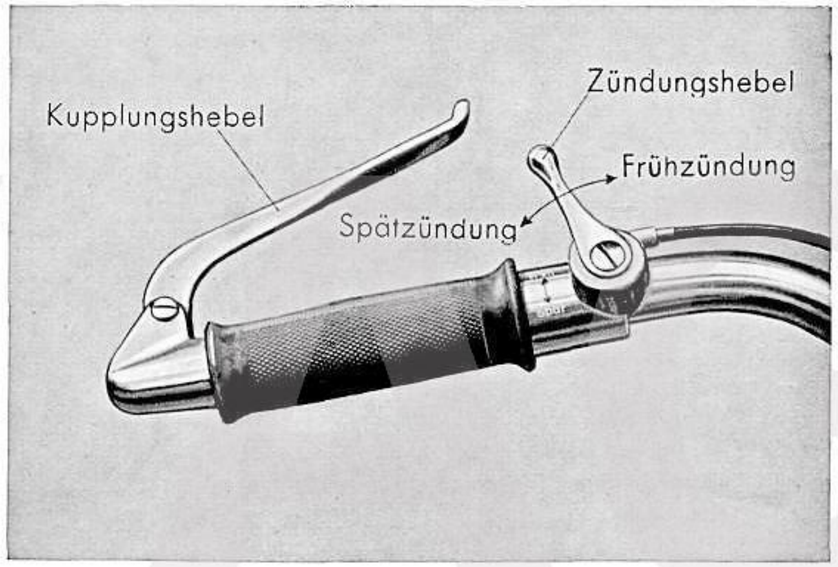

Abb. 5. Linkes Lenkerende
b) Zündungshebel: Der Zündungshebel, der mittels Bowdenkabel den Verstellhebel des Unterbrechers betätigt und damit den Zeitpunkt des Abreißens der Unterbrecherkontakte verändert, stellt den Unterbrecher durch Drehen nach vorne auf Frühzündung und durch Drehen nach hinten auf Spätzündung (Abb. 5)